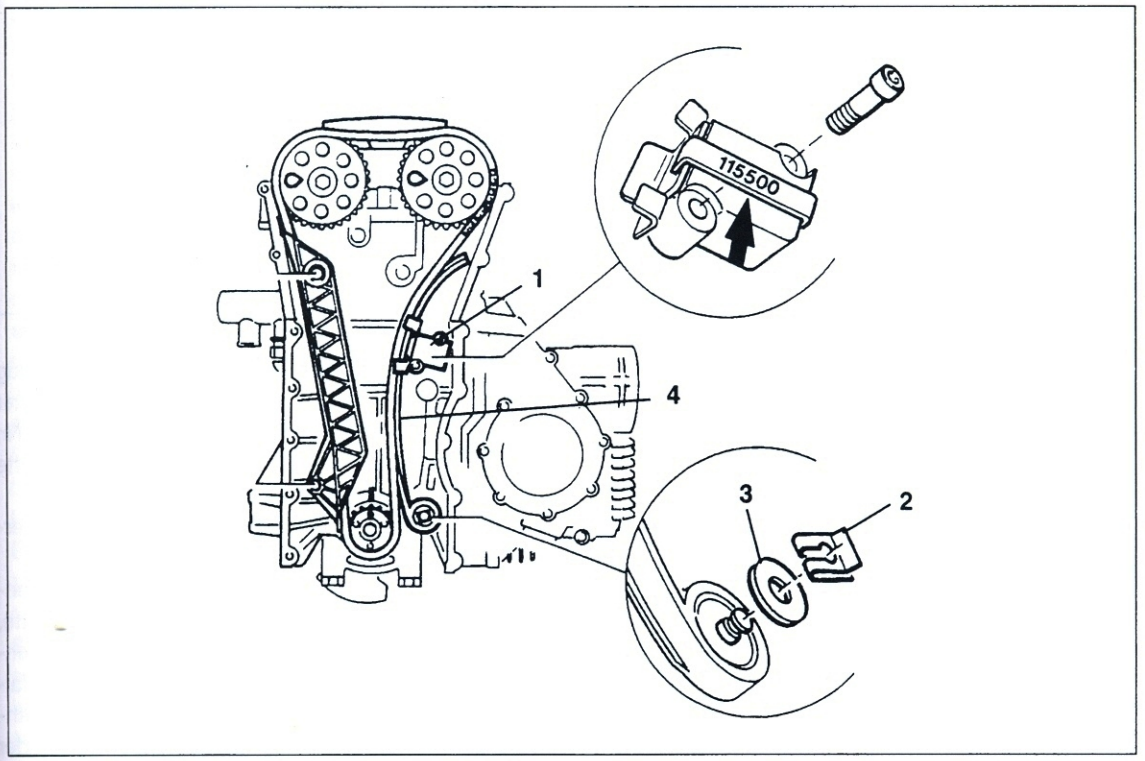

Bild 116
- Befestigungsschrauben des Kettenspanners ① Bild 116 ausdrehen und Spanner abnehmen.
- Falls Kettenspanner bei montierten Nockenwellen und Kettenrädern ausgebaut werden soll (wie in Bild 116 gezeigt), Kettenspanner mit BMW-Spezialwerkzeug 11 5 500 oder mit Kabelbinder festsetzen und dann Befestigungsschrauben ausdrehen.
- Spannerschiene ④ Bild 116 nach Ausclipsen der Befestigungsfeder ② mit Scheibe ③ abnehmen.